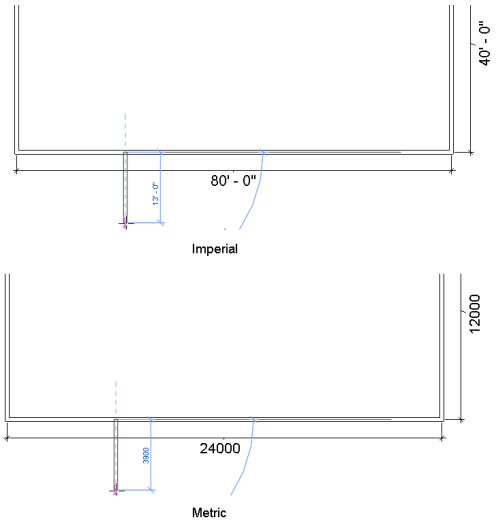

Figure 3-61 *The other exterior wall segment created outside the Office Building*
3. Draw **13'0"** line in Imperial system or **3900 mm** line in Metric system from that point in downward direction, as shown in Figure 3-61.